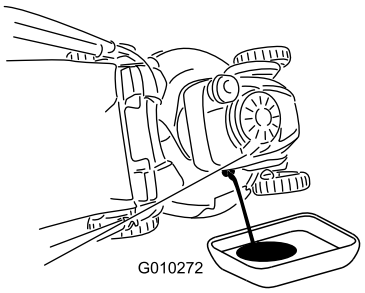

Figur 39
7. Lägg maskinen på sidan med påfyllningsröret nedåt för att tömma ut oljan genom påfyllningsröret i kärlet (Figur 39).